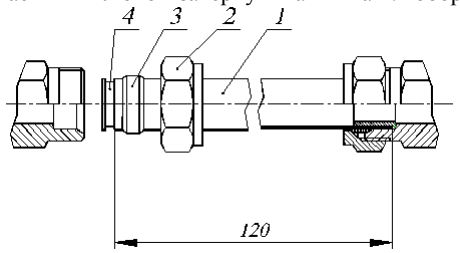

Рис.4. Соединение нагревательных элементов конвектора.
5.3 При помощи медных труб и обжимных фитингов из комплекта монтажных частей, соединить нагревательные элементы секций (рис.4). Для этого необходимо через отверстие в корпусе вставить трубки в патрубки нагревательных элементов, закрутить гайки рукой до упора, после этого гаечным ключом завернуть гайки на 1¼ оборота